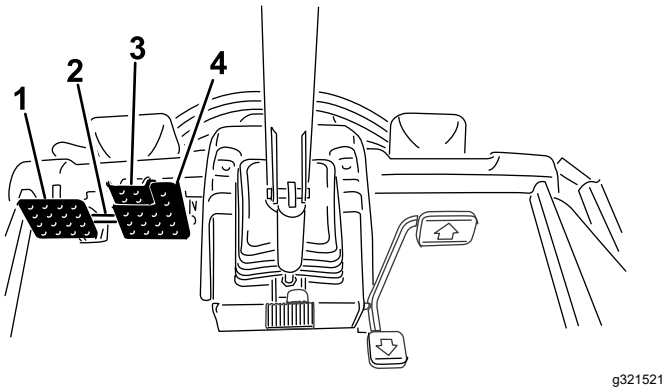

**Figuur 30**
- Koppel de pedaalvergrendeling af (Figuur 30).